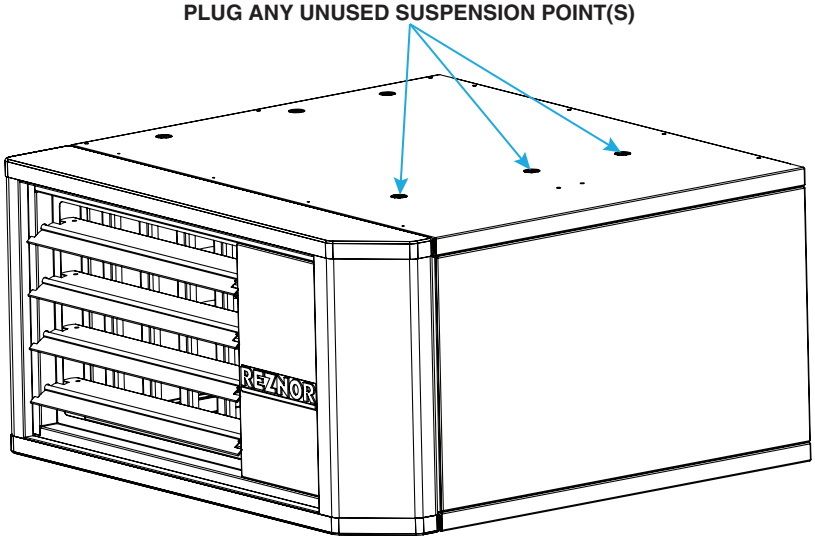

Figure 5. Plugging Unused Suspension Points (Models UBZ and UDZ Only)
- In the literature bag shipped with the heater, there are three capscrews (PN 203311) and sealing washers (PN 61658). On UBZ and UDZ models, these capscrews and washers must be used to seal any unused holes in the top of the heater (control side) after attaching the hanging hardware (see **Figure 5**).